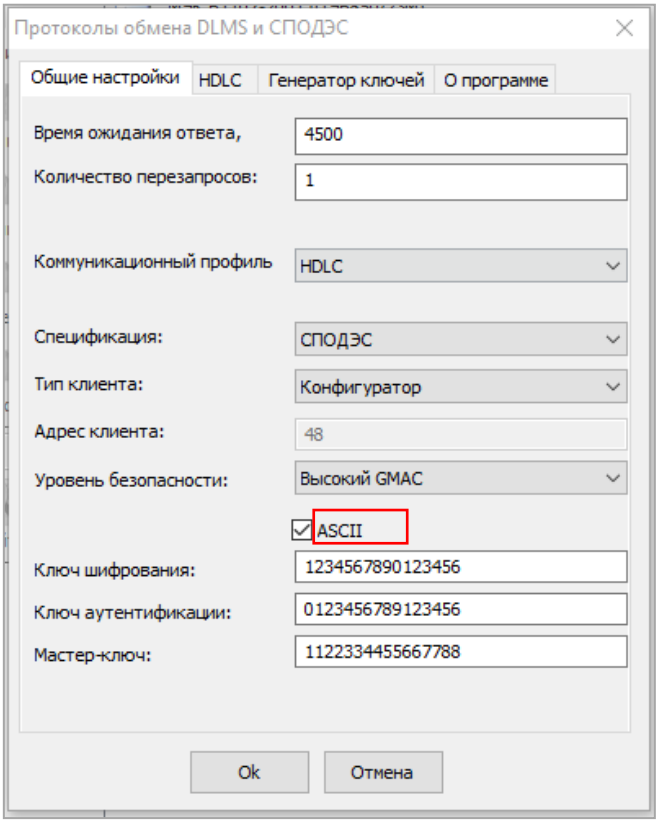

Рисунок 50 - Ввод ключей в символьном виде
- символами (галочка ASCII включена) (см. рисунок 50);